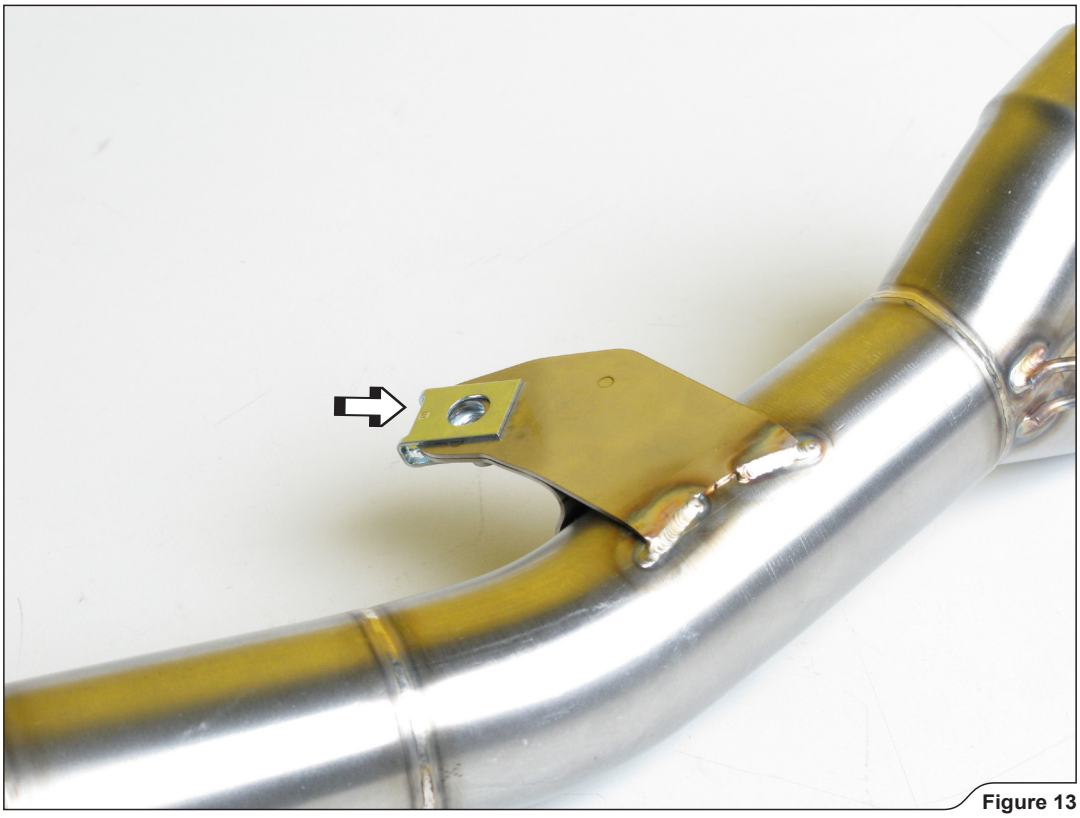

Figure 13
5. **For Akrapovič Racing only:** attach the Akrapovič press-on nut onto the link pipe bracket as shown **(Figure 13).**